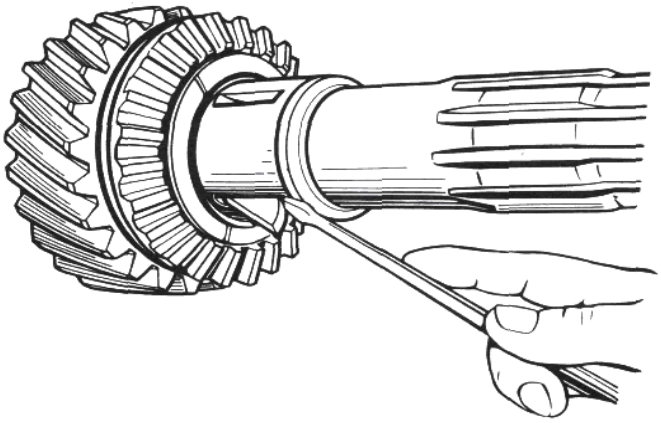

Рис. 14. Извлечение шпонки крестовины дифференциала
22. Извлечь шпонки крестовины дифференциала из пазов вала (рис. 14) и снять опорную шайбу.